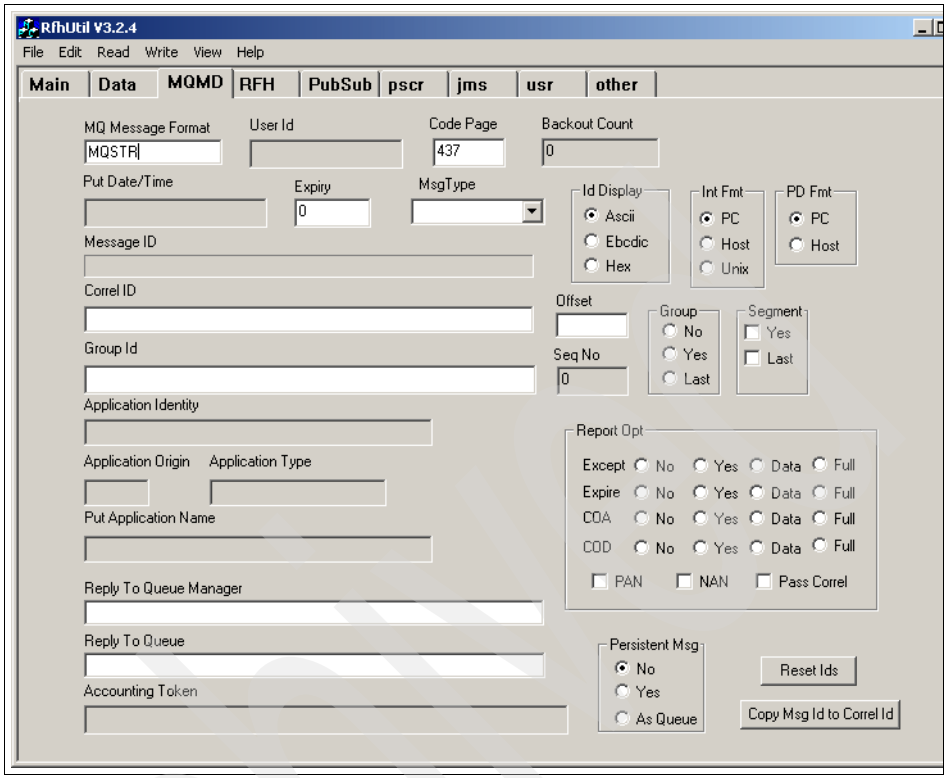

Figure 19-41 Set message descriptor
7. Select the **Main** (Figure 19-41) tab and select the **Write Q** button. This will write the XML data to the EDI_IN queue.